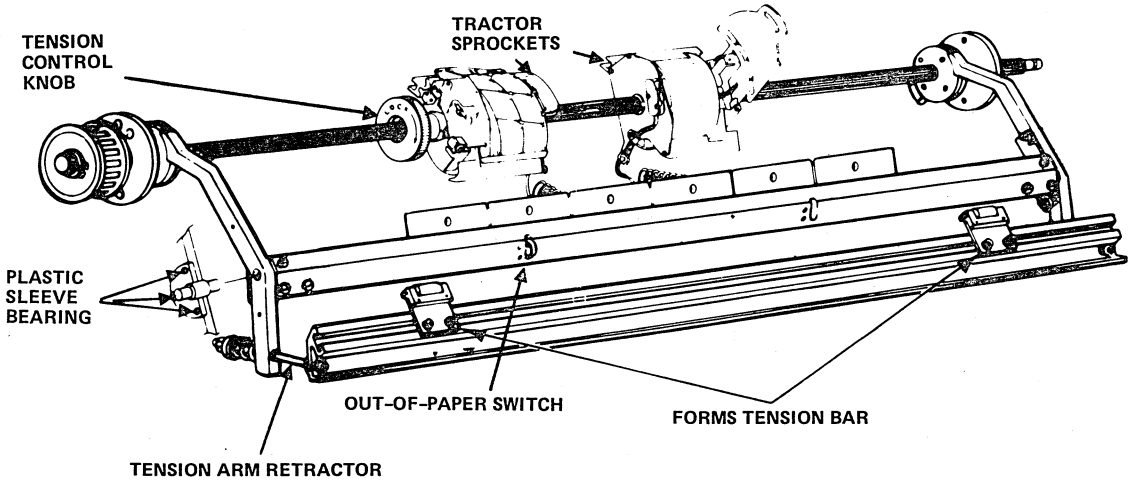

Figure 8-18. Print Forms Positioning
9. Close the drum gate and depress the PAGE EJECT switch again. Check that the feed holes of the form are not torn. If they are, the forms paper stack below the print drum should be repositioned or the paper tension exerted by the tractor sprockets should be reduced. Turn the locking horizontal positioning control knob in the direction of the arrow and hold it while positioning the tractor assembly (figure 8-18).